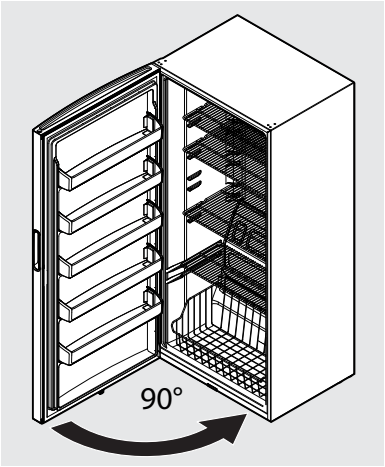

Figure 7
16. Faites glisser la goupille de la charnière du bas à 90° sur la carrosserie du congélateur et fermez la porte (voir figure 7).